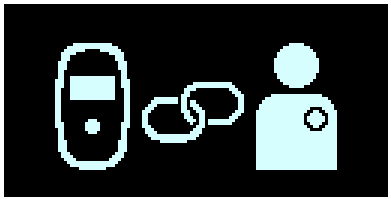

Figura 77: Tela de recarga/pareamento do GPI
4. A tela Pareamento do Carregador/GPI é exibida enquanto o Carregador Vesta está tentando ativamente parear com o GPI OPTIMIZER Smart Mini. **Consulte a Figura 77.**